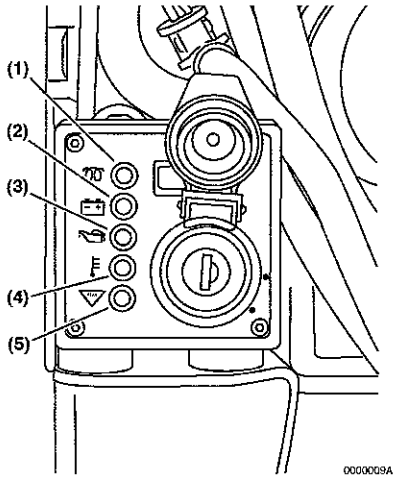
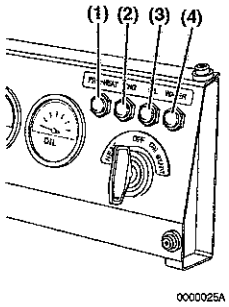

Figura 8
Figura 9
Preriscaldamento (Figura 8, (5)): la funzione di preriscaldamento viene attivata automaticamente quando l'interruttore a chiave è in posizione ON (ACCESO). L'indicatore lampeggia per alcuni secondi (IDI = 4 sec., DI = 15 sec.) e quando si spegne sarà possibile ruotare l'interruttore a chiave in posizione START (AVVIAMENTO).
Preriscaldamento (Figura 9, (1)): notare che sarà necessario ruotare la chiave in posizione HEAT (RISCALDAMENTO) per attivare le candele di preriscaldamento (modelli a iniezione indiretta) o il riscaldatore dell'aria aspirata (modelli a iniezione diretta). Quando si ruota la chiave su HEAT (RISCALDAMENTO) la spia lampeggerà per alcuni secondi (IDI = 4 sec., DI = 15 sec.). Quando la spia si spegne, sarà possibile ruotare la chiave in posizione START (AVVIAMENTO).
Carica della batteria (Figura 8, (2)) o **(Figura 9, (2))**: rimane accesa finché il motore non è in funzione e l'alternatore non fornisce corrente di carica. Questo spia non indica che la batteria sia scarica.
Pressione olio motore (Figura 8, (3)) o **(Figura 9, (3))**: resta accesa finché il motore non è in funzione e la pressione dell'olio non è nei limiti normali.
Temperatura del liquido refrigerante (Figura 8, (4)) o **(Figura 9, (4))**: resta accesa temporaneamente. Si accende nuovamente se il motore si surriscalda.
Ausiliario (Figura 8, (1)): resta accesa temporaneamente. Utilizzata per applicazioni speciali.
I motori Yanmar TNV sono forniti con vari quadri di controllo per l'operatore. Nella **(Figura 8)** o nella **(Figura 9)** sono mostrati due quadri di controllo per l'operatore tipici.